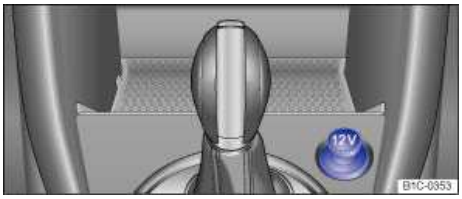

Fig. 112 Front center console: 12 Volt socket.
- In the front and rear center console ⇒ fig. 112.